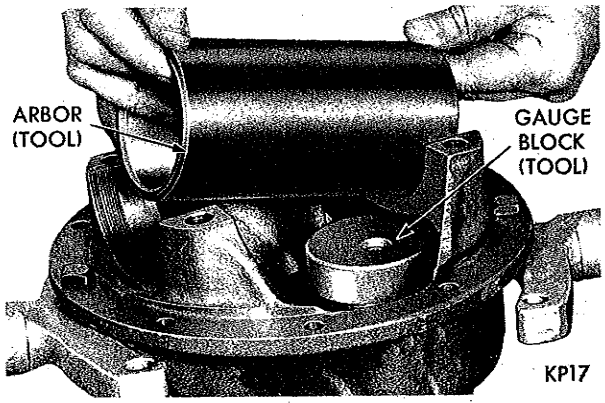

*Fig. 28—Installing Arbor in Carrier*
(2) Position arbor SP561 (part of Tool C-758-D4) in differential bearing pedestals of carrier (Fig. 28). Center the arbor so that an approximate equal distance is maintained at both ends. Position differential bearing caps and attaching bolts on carrier pedestals, and insert a piece of .002 inch shim stock between arbor and each cap. Tighten cap bolts to 10 foot-pounds.
(6) Position tool arbor SP561 in differential bearing pedestals of carrier (Fig. 28). Center the arbor so that an approximate equal distance is maintained at both ends. Position differential bearing caps and attaching bolts on carrier pedestals, and insert a piece of .002 inch shim stock between arbor and each cap. Tighten cap bolts to 10 foot-pounds.